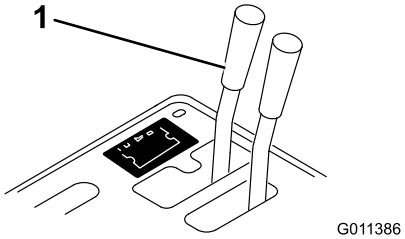
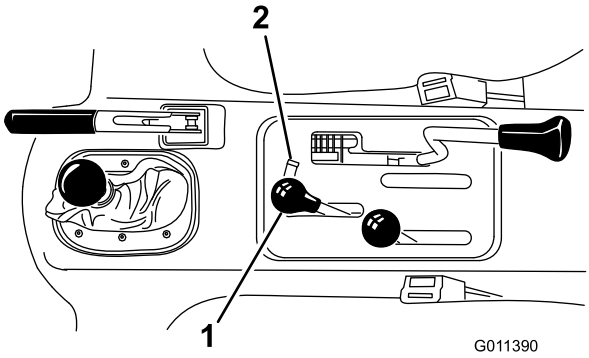

Figur 14
Figur 15
1. På køretøjer med serienumre før 239999999 skal du flytte grebet på fjernhydraulikventilen (Figur 14) til flydepositionen og på køretøjer med serienumre 240000001 og opefter, skal du flytte det hydrauliske løftegreb (Figur 15) frem og tilbage for at fjerne systemtrykket og lette frakoblingen af lynkoblingerne.